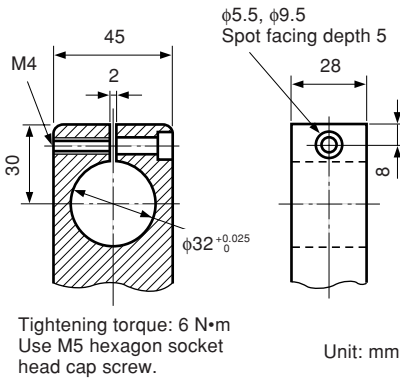

**Fig. 2 Mount holder dimensions**
- **A holder of dimensions as shown in Fig. 2 may be used to mount the measuring unit, tightening the screw to about 6 N•m torque.**